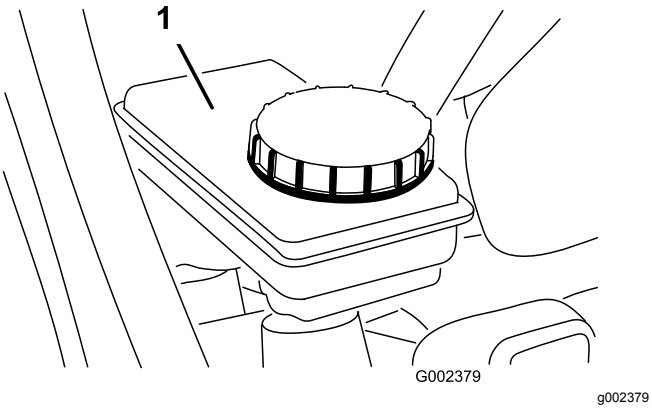

Figur 57
5. Sørg for, at væskestanden går op til linjen Full (fuld) på beholderen (Figur 57).
6. Hvis væskestanden er lav, skal du rengøre området omkring dækslet, tage dækslet af og fylde beholderen med den specifikke bremsevæske til det korrekte niveau (Figur 57).